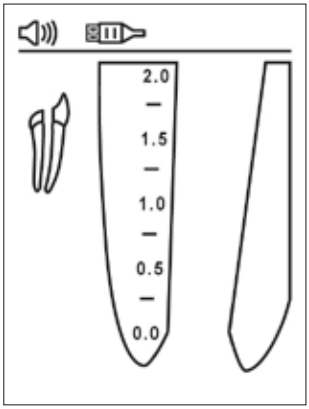

Afbeelding 3
6.4.2. Steek de meetkabel in de aansluiting op het apparaat en controleer of het kabelpictogram in de statusbalk verschijnt (afb. 3).